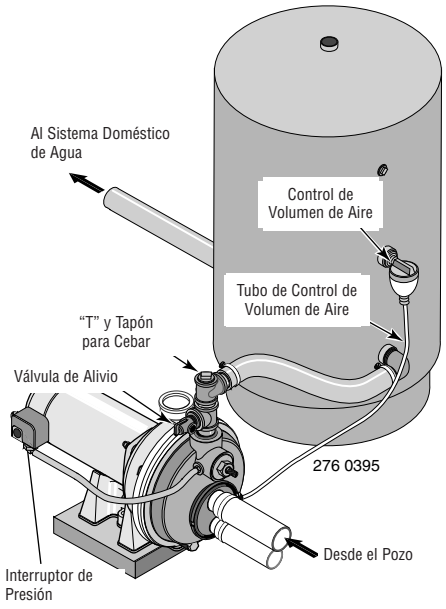

Figura 13: Conexiones para Tanque Estándar
CONEXIÓN PARA TANQUE ESTÁNDAR (Figura 13)
4. Retire el tapón de la tubería de 1/8" de NPT del orificio del Control de Volumen de Aire (CVA) de la bomba (vea la Figura 13). Instale una tubería desde el orificio de CVA de la bomba hacia el orificio en el CVA montado en el tanque. Vea mayores detalles en las instrucciones incluidas con el tanque y en el CVA.